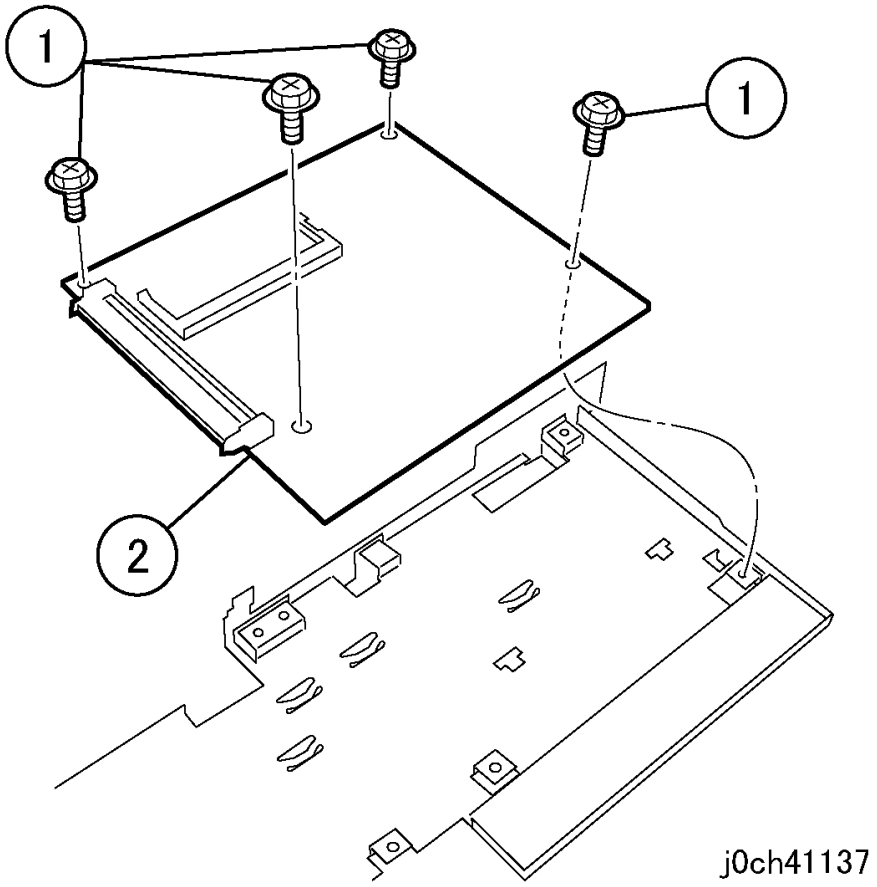

Рисунок 1 Снятие MFC PWB (j0ch41137)
5. Снимите MFC PWB (рисунок 1).